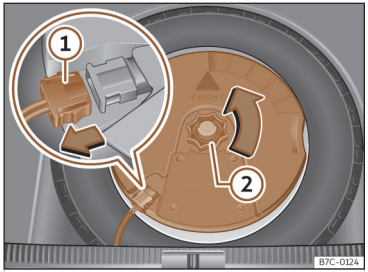

Abb. 232 Im Gepäckraum: Subwoofer ausbauen.
- Ziehen Sie das Subwoofer-Lautsprecherkabel heraus ››› (Abb. 232) ①.
- Drehen Sie das Befestigungshandrad entgegen dem Uhrzeigersinn heraus ››› (Abb. 232) ②.